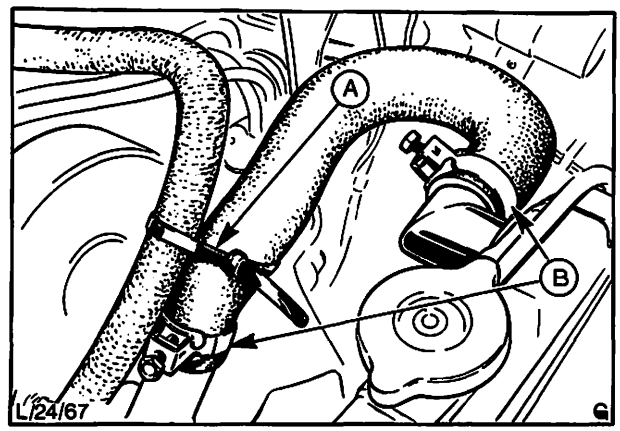

Abb. 82 Oberer Schlauch bei OHC-Motor: Kunststoffschelle A lösen, Schlauchklemmen B lösen und oberen Schlauch entfernen
5. Oberen Kühlerschlauch an beiden Seiten lösen und abnehmen, Abb. 82, 83 und 84.